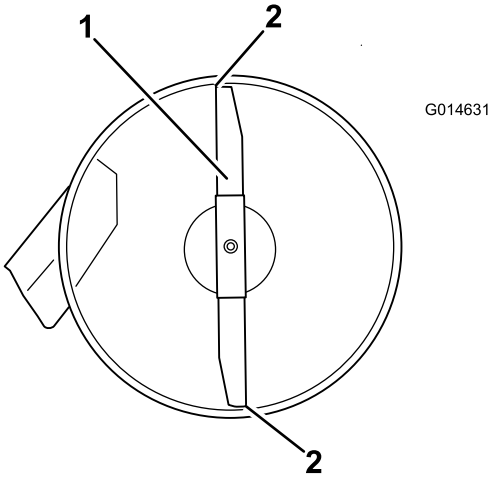
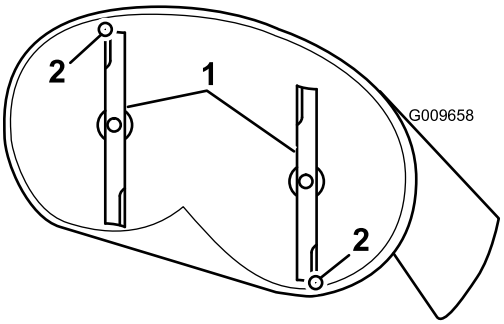

Figur 60
Figur 61
4. Drej forsigtigt knivene, så de vender på langs (Figur 60 og Figur 61).
5. Mål fra spidsen af den forreste skærekniv til den plane overflade og spidsen af den bageste skærekniv til den plane overflade (Figur 60).
9. Efter justering skal du kontrollere den langsgående hældning igen og fortsætte med at justere møtrikken, indtil spidsen på den forreste skærekniv er mellem 1,6 og 7,9 mm lavere end spidsen på den bageste skærekniv (Figur 60).